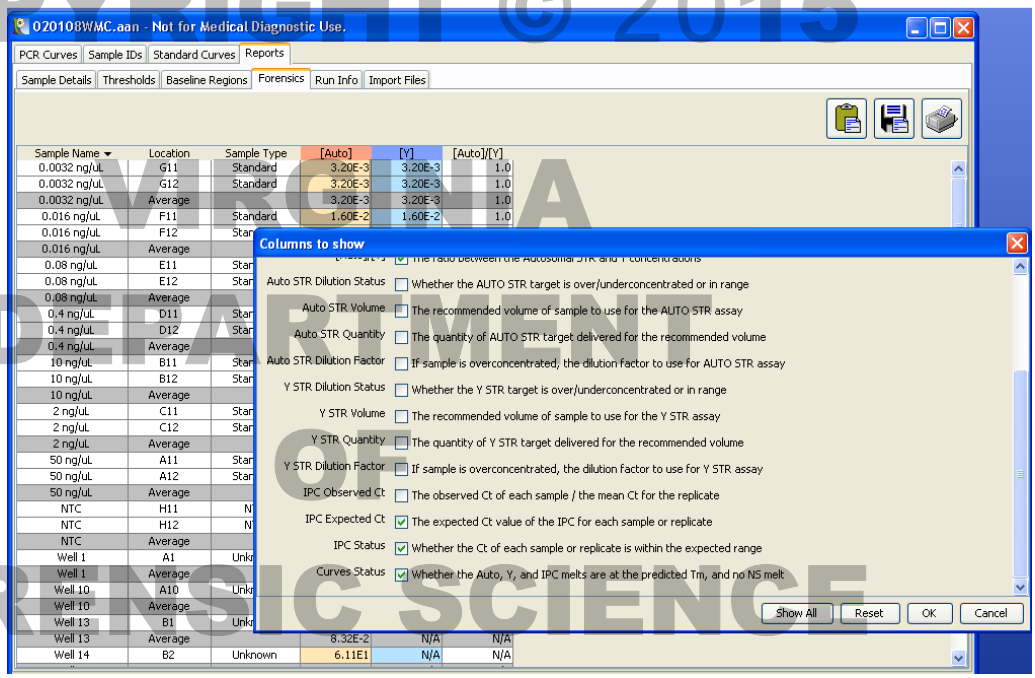

Figure 22. Changing the columns in the Forensic Report.
4.2.5.18.3 Select the Forensics tab. With that window open, right click and select the "change columns shown" option (Figure 22). The Sample Name, Location, Sample Type, Auto, Y and Auto/Y will already be checked. Scroll down and also check (if not already checked) the IPC Expect Ct, IPC Status, and Curves Status and then click OK.